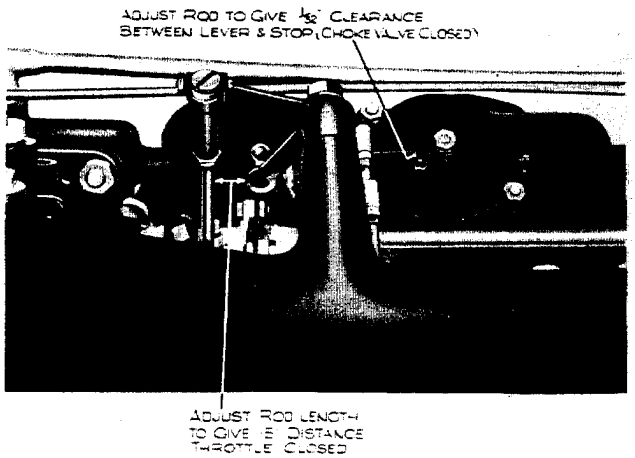

FIG.8. ADJUSTMENT OF THERMOSTAT LEVER.
3. Fit and adjust RE.13211 rod, with the choke valve fully closed to give .031" clearance between the thermostat lever and stop. See Fig. 8.
Fit and adjust RE.13212 rod, choke valve to fast idle pick-up, as shown in Fig.8.